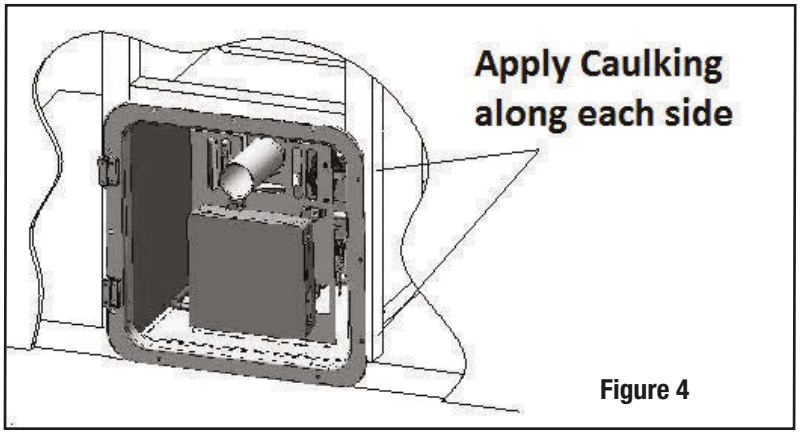

**Figure 4**
6. Secure water heater housing unit to the vehicle using No. 8 - ¾” flat head screws through each hole in the door flange (Figure 4 and Figure 7). **Verify that a tight seal exists between the side wall and the flange. If not, repeat above steps.**